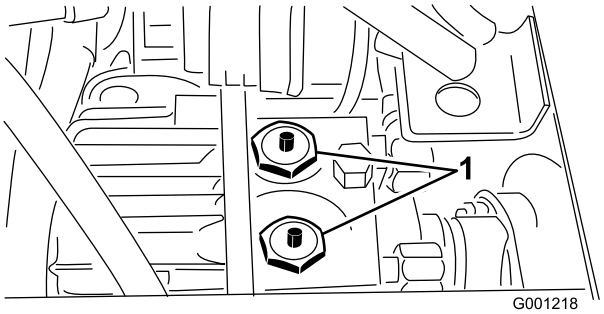

Figur 33
2. Tryk ned og tag fat om pindene, der sidder i midten af de 2 kontraventilsamlinger øverst på transmissionen (Figur 33), mens maskinen skubbes eller trækkes. Figur 33 vises uden sædet og sædemonteringspladen.